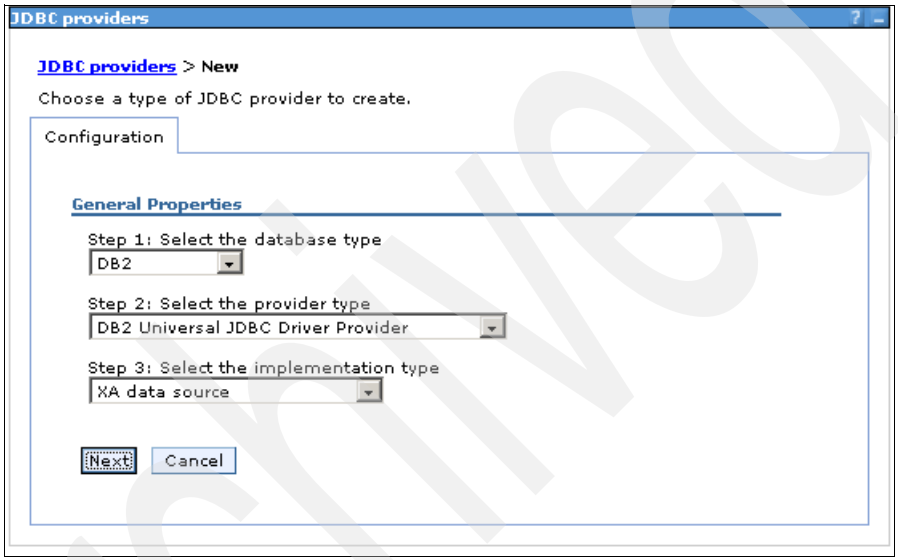

Figure B-44 Defining a new DB2 JDBC provider
3. Define a new JDBC provider as follows (Figure B-44).